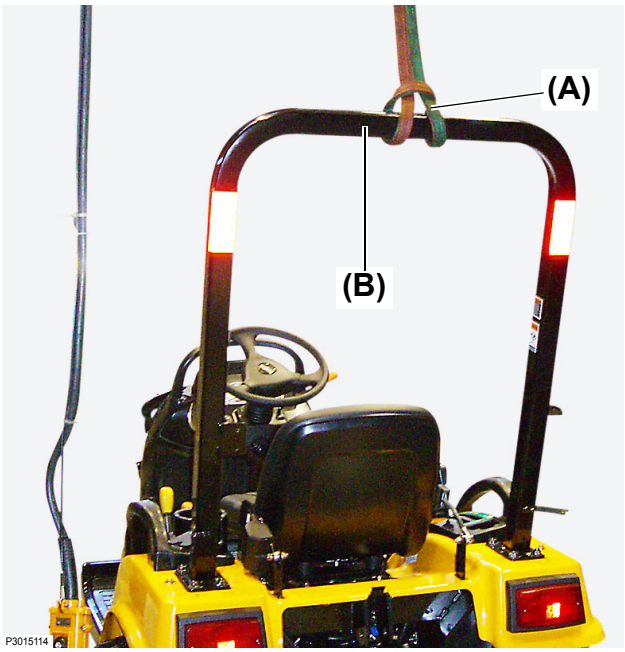

Fig. 1
2. Attach a sling **(Fig. 1, (A))** etc. to the Roll-Over Protective Structure (ROPS) upper **(Fig. 1, (B))** and use a hoist crane, etc. so as to prevent the upper Roll-Over Protective Structure (ROPS) from falling on any nearby people.